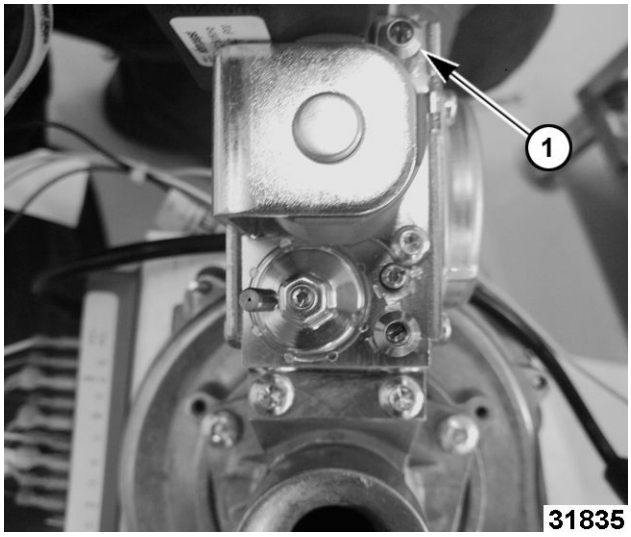

**Fig. 46**
A. Loosen screw with flat head screwdriver (1, Fig. 46) to open pressure tap.